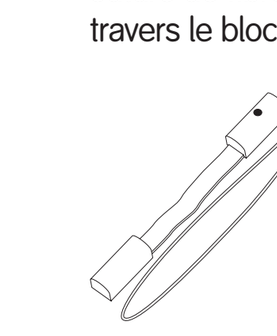

Figure 2
7. Avec la broche de 2,7 mm toujours en place et en mesurant directement à partir de la mèche de forage à l'entrée du tunnel tibial, fraisez l'emboîture fémorale à une profondeur correspondant à la longueur totale de la greffe os-tendon-os (A).
8. La mèche de forage tubulaire endoscopique poussée contre la paroi arrière de l'emboîture fémorale, lisez la mesure directement sur la mèche de forage à la base de l'emboîture fémorale (B) et placez une « ligne bleue » correspondante sur la greffe. Placez une deuxième ligne bleue à 10 mm de distance.
9. Fraisez au minimum 10 mm supplémentaires (C) dans l'emboîture fémorale de manière à pouvoir tourner à l'appareil CL BTB ENDOBUTTON une fois que ce dernier est passé.
11. Mesurez la longueur totale du canal fémoral à l'aide du testeur de profondeur de l'ENDOBUTTON Smith & Nephew (D). Cette distance correspond à la distance entre l'appareil ENDOBUTTON et la première « ligne bleue » de la greffe.
12. Positionnez la greffe sur le support de l'ENDOBUTTON du GRAFTMASTER° II de sorte que la première « ligne bleue » soit alignée avec la distance spécifiée ci-dessus (D).
14. Faites passer la boucle infinie à travers le trou de 2 mm percé dans le bloc fémoral de la greffe os-tendon-os et fixez-la à l'appareil ENDOBUTTON (référez-vous aux figures 2 à 6). Si vous le désirez, la prétension peut être normalisée en utilisant le l'étau de suture à tensiomètre de Smith & Nephew et une suture de fibres de polyester tressées n° 5 passée à travers le bloc tibial.